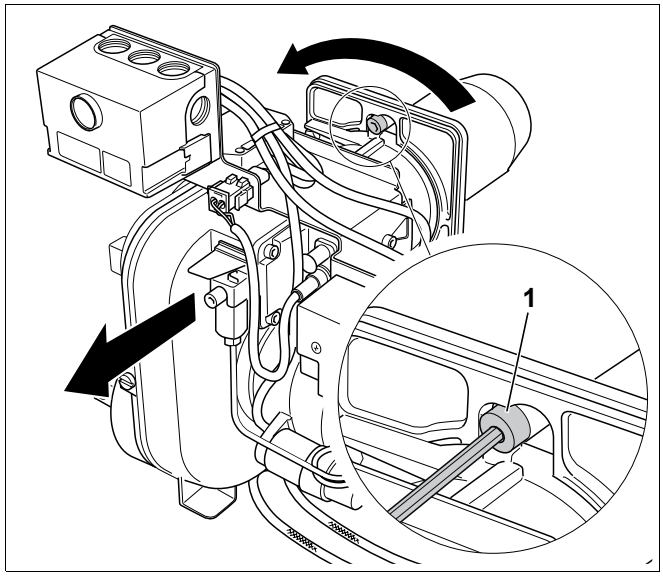

Рис. 14 Демонтаж горелки с монтажной плитой
- Ослабить сервисный винт на пол-оборота ключом для болтов с внутренним шестигранником (SW 4) (рис. 14, **поз. 1**).
- Повернуть горелку влево и вынуть из трубы горелки (рис. 14).